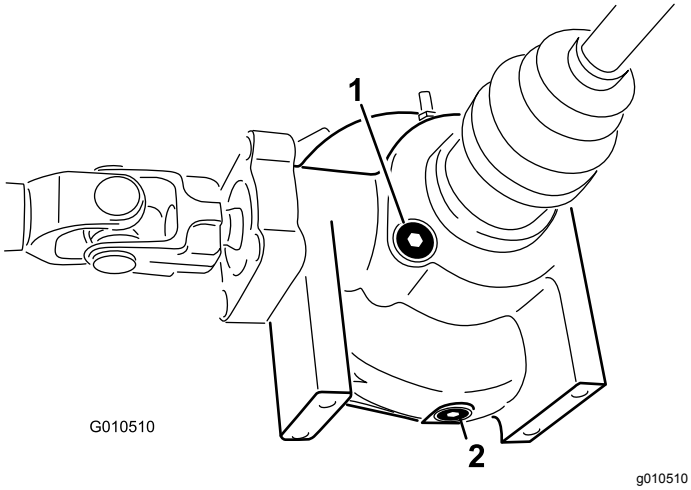

**Figuur 22**
2. Reinig de omgeving van de vul-/controleplug op de zijkant van het differentieel (Figuur 22).